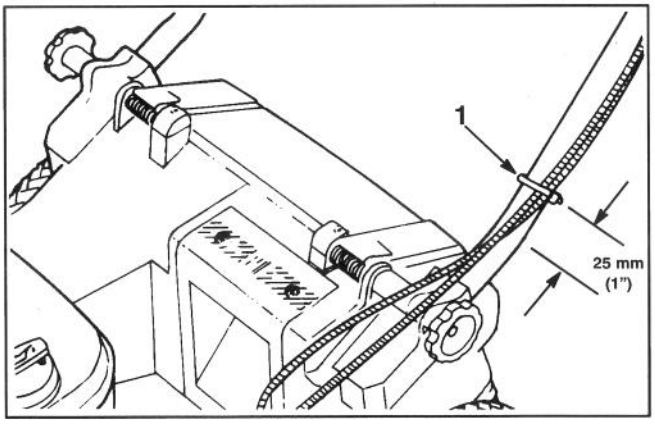

Figure 3
6. Use cable tie to secure cable(s) to lower side of left hand tube (Fig. 3). Cable tie should be positioned 25 mm (1") from bend in handle.
See Figure 3 for correct cable placement.